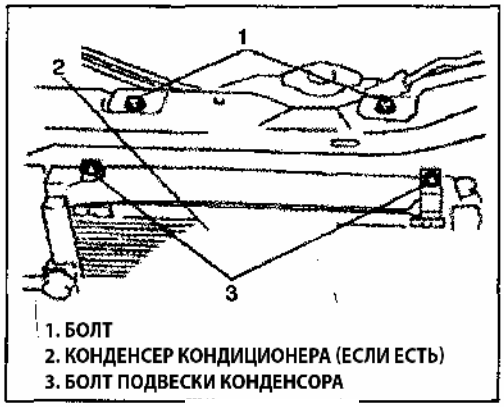

Рис. 286
6) Снимите болт подвески конденсора кондиционера (если есть) и болт радиатора (Рис. 286).